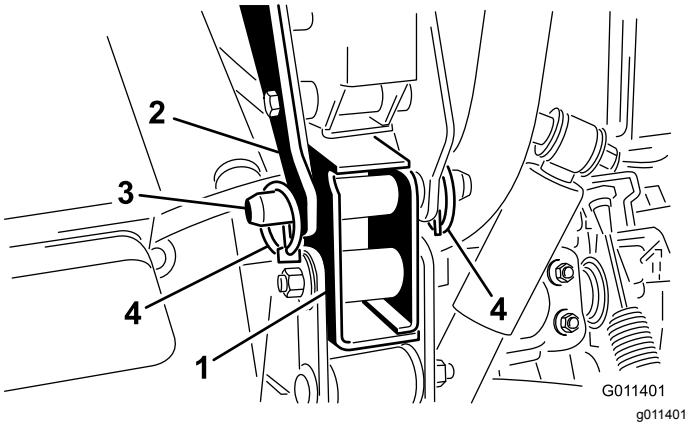

Figur 8
6. Fastgør hvert af de bageste monteringsbeslag til køretøjets stel med en gaffelbolt og 2 ringstifter (Figur 8).